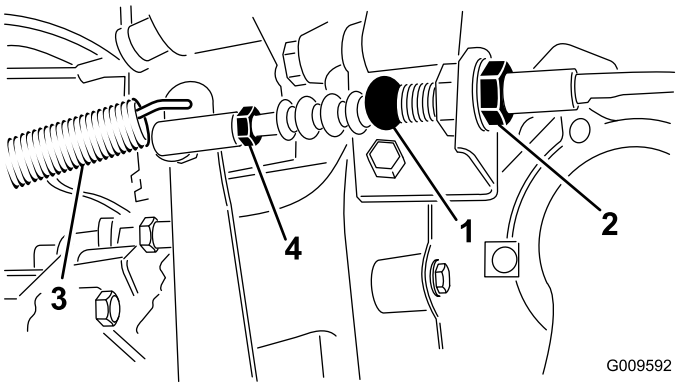

**Figur 69**
1. Løsne på låsemutterne som fester clutchkabelen til braketten på klokkehuset (Figur 69).